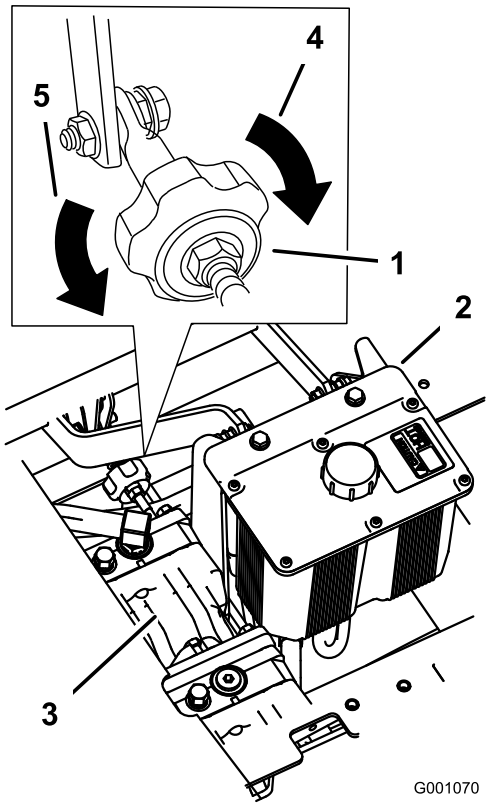

Figuur 75
2. U stelt de lengte van de pompstang af door de knop in de juiste richting te draaien, totdat de het wiel stil staat of iets achteruit kruipt (Figuur 75).